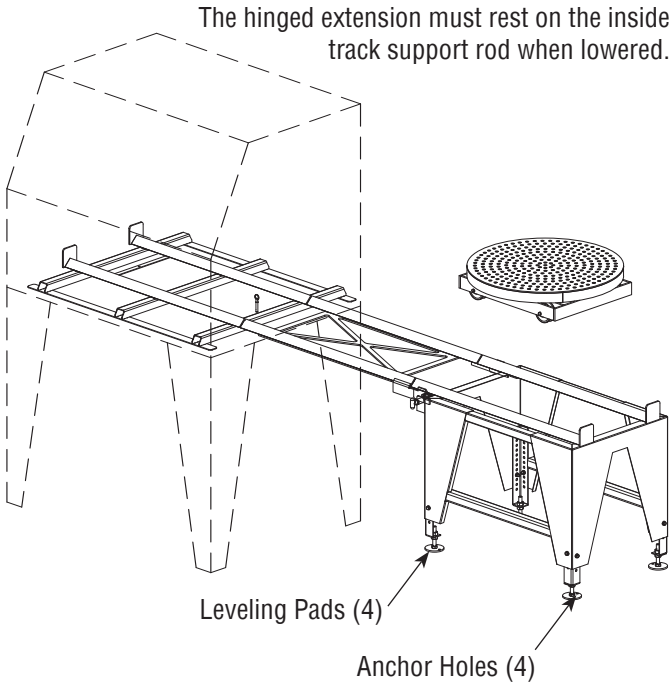

FIGURE 4
2.3.3 | Position the track support table and extension, as shown in **Figure 4**. When the hinged extension is lowered, the extension tracks must rest on the angled locating supports welded to the bottom of the inside tracks, and it must butt against the inside tracks.